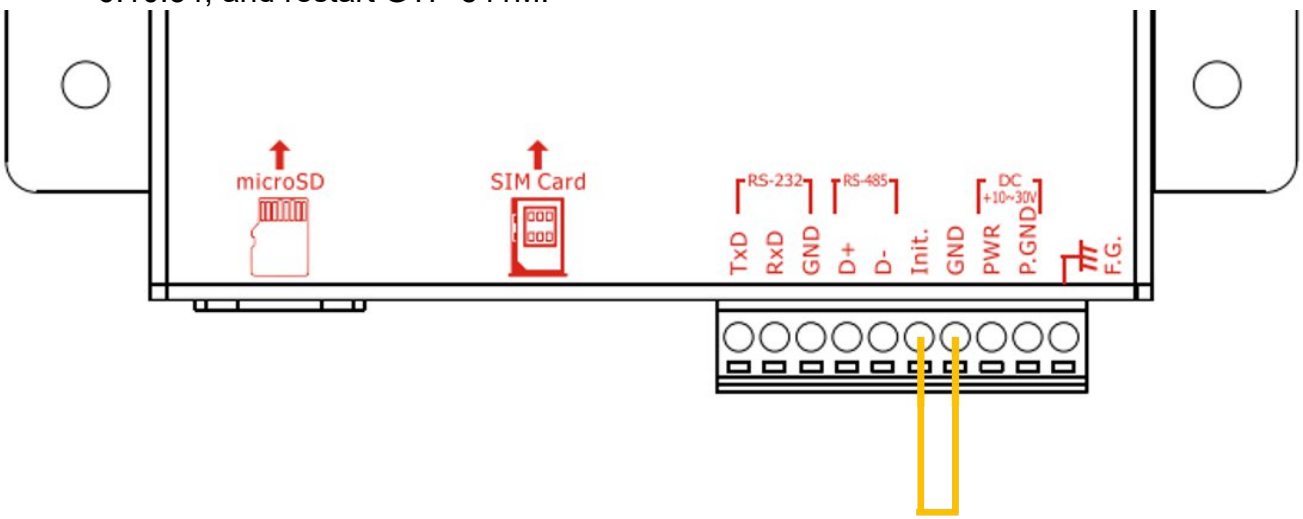

Figure 6.10.34
N. Pull the 4th pin and the 5th pin on the GTP-541M to connect as shown in Figure 6.10.34, and restart GTP-541M.